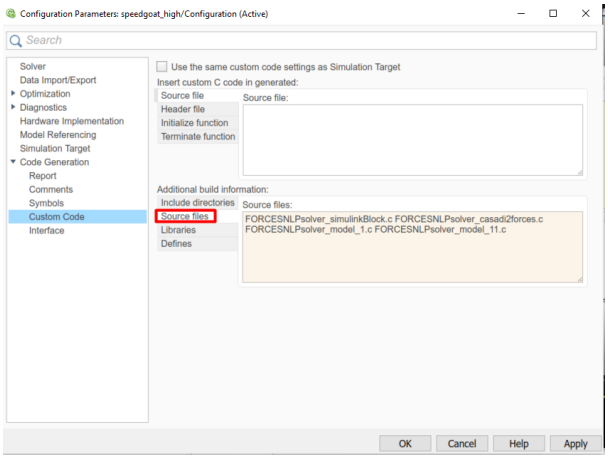

Figure 10.70: Add the source files used for the code generation.
11. (Figure 10.70) In the "Code Generation/Custom Code" tab, add the source files: